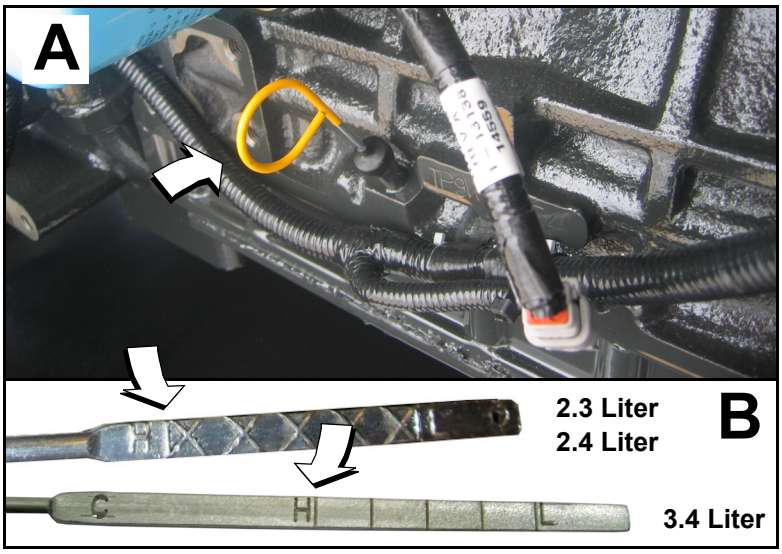

Figure 5-10. Oil Level Dipstick
1. Remove dipstick and wipe with a clean cloth. See A of Figure 5-10.
4. If necessary, remove the oil fill cap and slowly add oil until the level is at the H(igh) mark. See B of Figure 5-10. **DO NOT OVERFILL**.